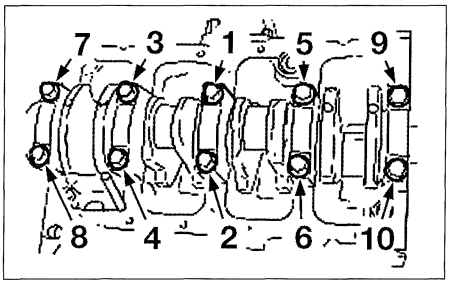

FIG. 46
• Montar las tapas de bancada con las flechas orientadas hacia la distribución y apretar progresivamente por pasadas sucesivas, en el orden y al par prescritos **(fig. 46).**